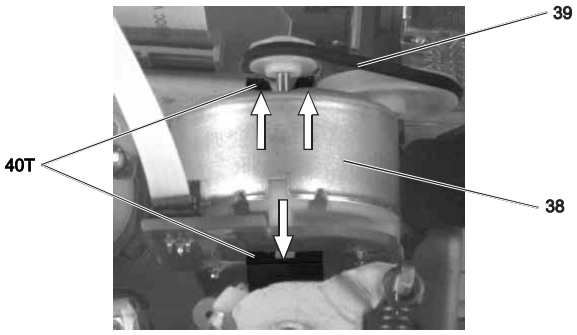

Fig. 15
– Antriebsriemen (Pos. 39) entfernen (Fig. 15) und den Stecker des Fädelmotors abziehen.
– Motorhalter (Pos. 40T) in Pfeilrichtung drücken und Fädelmotor (Pos. 38) aus dem Motorhalter nehmen (Fig. 15).
– Remove the drive belt (Pos. 39, Fig. 15) and unplug the connector from the threading motor.
– Press the motor support (Pos. 40T) in the direction of the arrow and take the threading motor (Pos. 38) out of the motor support (Fig. 15).